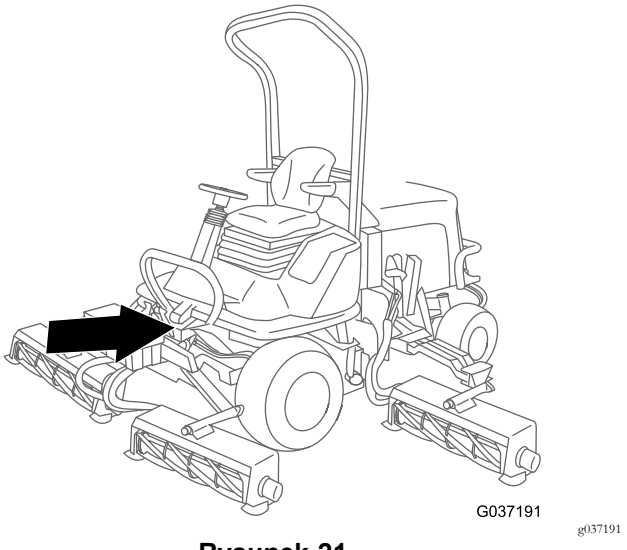

Rysunek 21
3. Poprowadź gałąź wiązki przewodów z zaciskiem pierścieniowym do syreny klaksonu znajdującego się z przodu maszyny, poniżej platformy fotela (Rysunek 21).